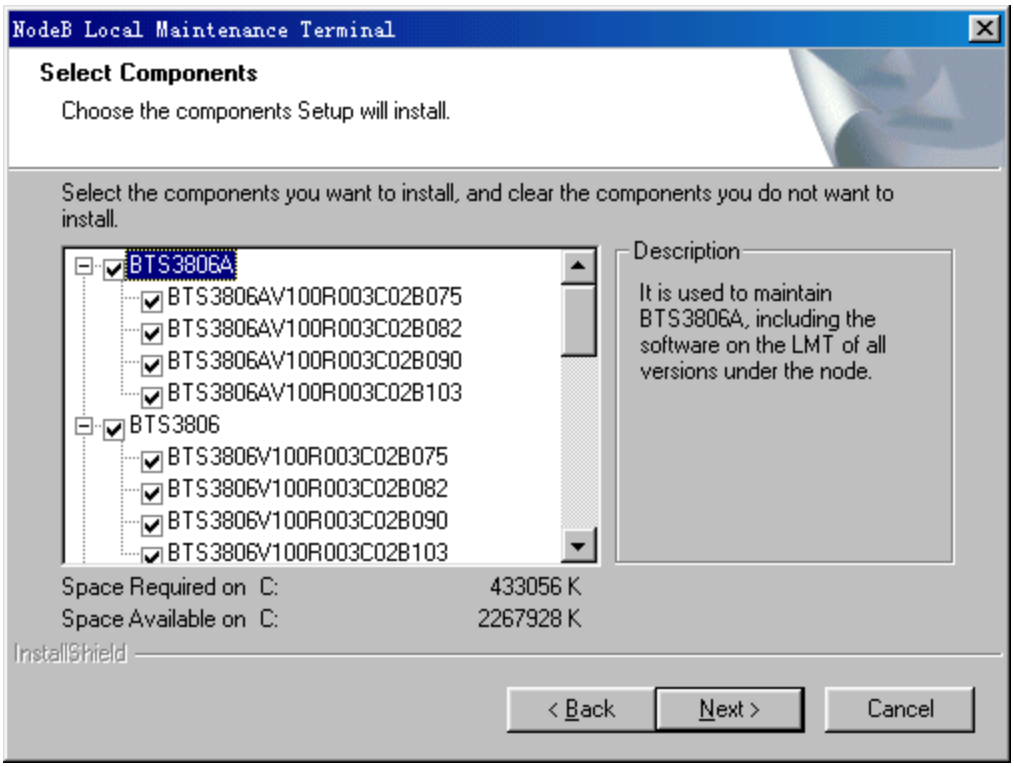

Figure 3-8 Select Components dialog box
2) Tick the needed components in **Select Components** dialog box as shown in Figure 3-8.